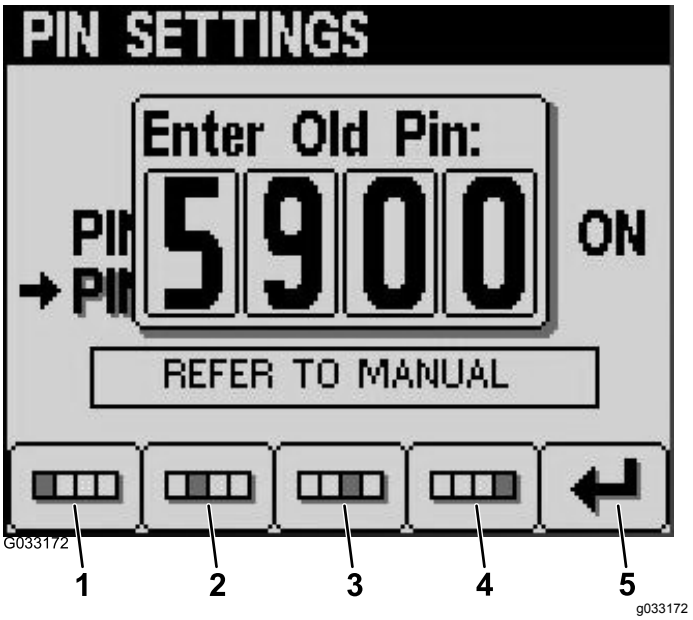

**Figur 24**
6. Ange din gamla PIN-kod via knappar 1–4 och tryck på knapp 5 när du har slutfört PIN-koden (Figur 24).